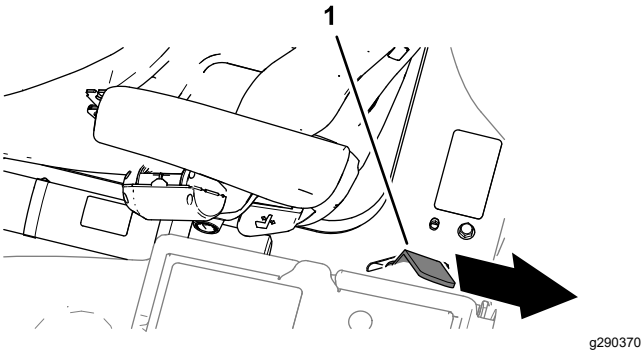

**Figur 52**
3. Sænk platformen helt, og flyt platformens låsehåndtag mod maskinens bagende, indtil låsekrogen griber helt ind i låsebøjlen (Figur 52).